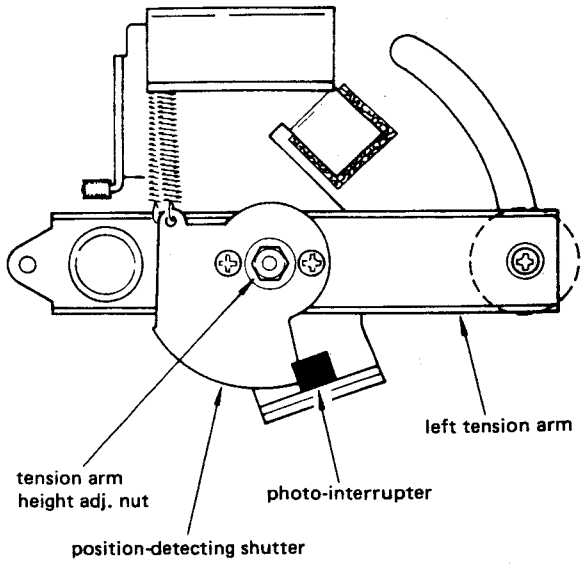

Fig. 2-10
Adjust by turning the left (right) tension arm height adjusting nut (refer to Fig. 2-10) so that the tape moves in the center of the inertia roller.
2. 調整しようとする側のガイドローラの回転を手で停め，ガイドローラのセンターをテープが走行するようにテンションアーム高さ調整ナット(図2-10参照)を調整する.